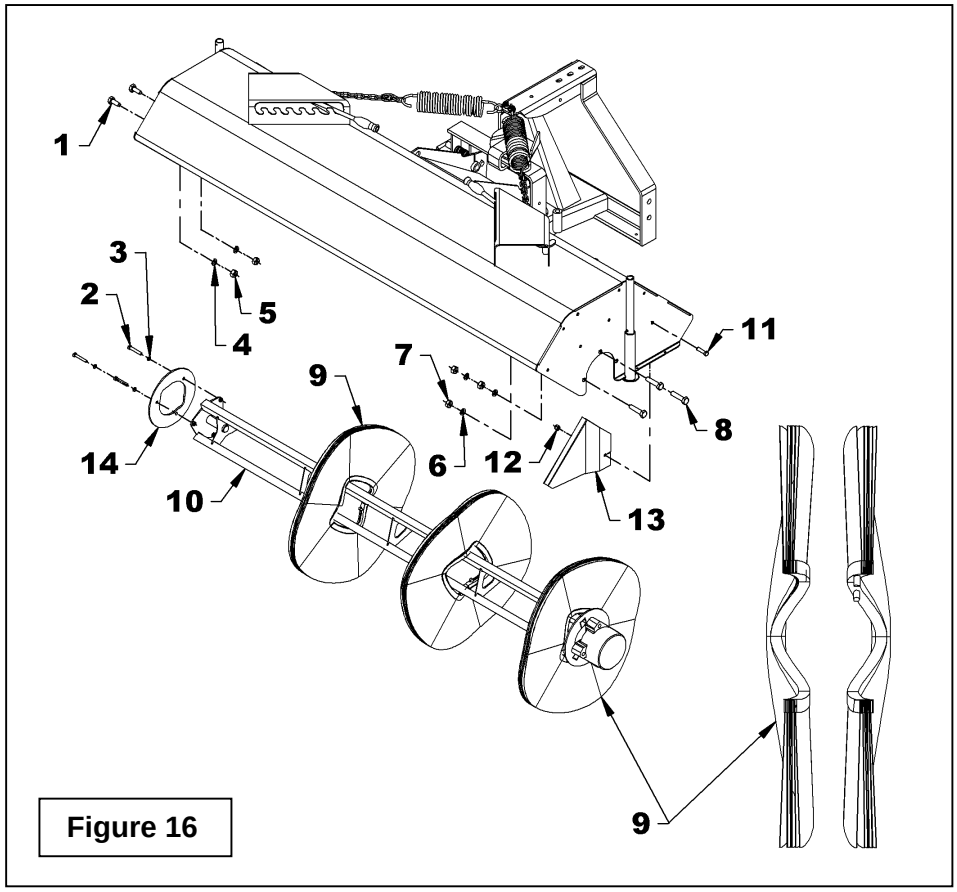

Figure 16
(Figure 16)
8. Retirer les brosses (item 9) en les glissant une à la fois vers l'extérieur du support de brosses.
9. Insérer la première brosse sur le support de brosse (item 10) en alignant les guides (item 15) de chaque côté d'un tube du support (item 10). Continuer la même procédure pour les autres brosses en tournant chaque brosse de 120° afin que les guides soient distribués également sur chaque tube du support en s'assurant de toujours placer les brosses dos à dos, tel qu'illustré sur la figure 16, item 9.
10. Replacer la plaque de retenue (item 14) au bout du support de brosse et fixer avec les trois boulons 5/16" x 2 1/2" (item 2) et les rondelles de blocage 5/16" (item 3) en s'assurant de visser chaque boulon 1/2" à la fois pour empêcher la plaque de retenue de gauchir.
12. S'assurer que les boyaux hydrauliques sont bien protégés par le garde intérieur (item 13) pour éviter de les endommager pendant l'opération.